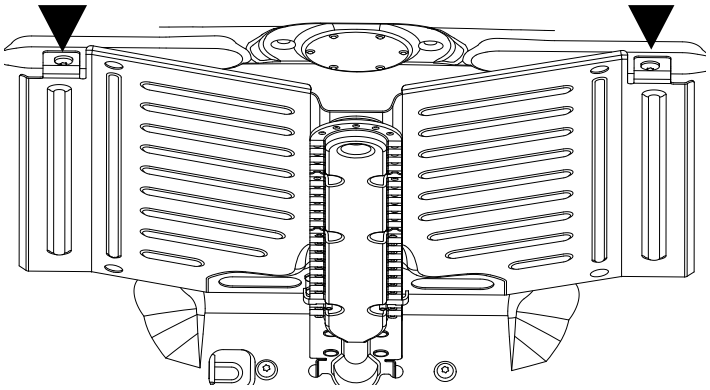

Figure 18
2. The Broil Burner is attached with two screws (located in the front of the oven cavity). Remove these screws (see Figure 18).